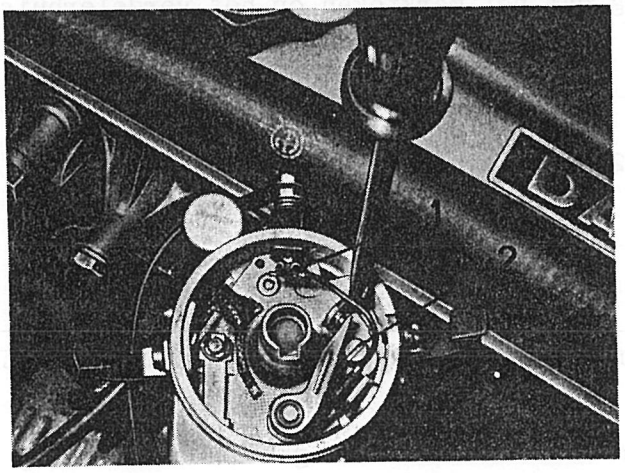

Afb. 2.9.7. Onderbrekerpunten
(1) Verwijderen (afb. 2.9.7.)
(2) Aanbrengen (afb. 2.9.7.)